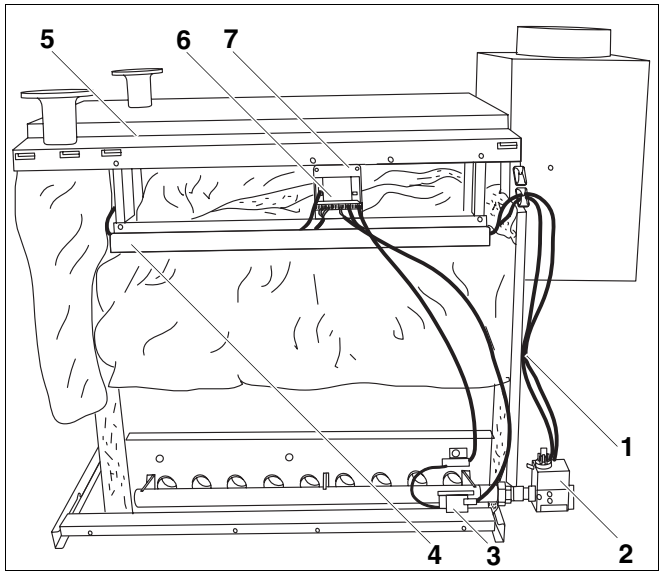

Afb. 69 Digitale brandersturing
- Schroef de bevestigingsplaat voor de brandersturing (afb. 69, **pos. 7**) met 2 schroeven aan de zijdelingse ketelafdekkappen (afb. 69, **pos. 5**).
- Maak de verbindingen tussen de brandersturing (afb. 69, **pos. 6**) en de gasklep (afb. 69, **pos. 2**) of de ontsteker (afb. 69, **pos. 3**) en de ionisatie-elektrode zoals aangegeven op het schakelschema.
- Maak de verbindingen tussen de brandersturing (afb. 69, **pos. 6**), het regeltoestel en het bijkomende regeltoestel zoals aangegeven op het schakelschema.
- De leidingen van de brandersturing (afb. 69, **pos. 6**) naar het regeltoestel worden via de kabelgoot (afb. 69, **pos. 4**) en de opening in de voorste ketelafdekkap gevoerd.
- De leidingen tussen de gasklep (afb. 69, **pos. 2**) en de brandersturing (afb. 69, **pos. 6**) worden aan de rugwand bevestigd met een klem voor de trekontlasting (afb. 69, **pos. 1**) en dan via de kabelgoot (afb. 69, **pos. 4**) naar de brandersturing geleid.